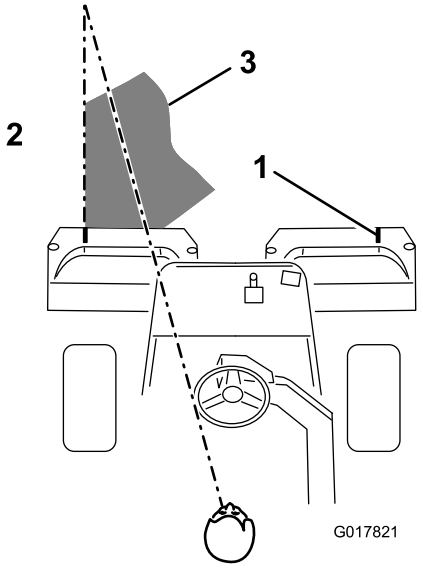

Figuur 40
3. Zorg ervoor dat een nieuwe maaibaan de vorige maaibaan zo weinig mogelijk overlapt. Om ervoor te zorgen dat het u gazon in een rechte lijn maait en de machine op een gelijke afstand van de rand van de vorige maaibaan blijft, moet u uitgaan van een denkbeeldige zichtlijn, ongeveer 1,8 tot 3 m vóór machine tot de rand van het ongemaaide deel van de green (Figuur 40). Sommige bestuurders vinden het handig de buitenrand van het stuurwiel deel te laten uitmaken van de zichtlijn; d.w.z. de rand van het stuurwiel in een rechte lijn te houden ten opzichte van een punt dat altijd op dezelfde afstand van de voorkant van de machine blijft (Figuur 40).